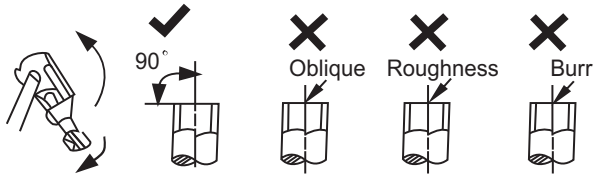

Fig. 45 — Pipe Cutting
a. Cut the pipe, with a pipe cutter, at 90 degrees (see Fig. 45).